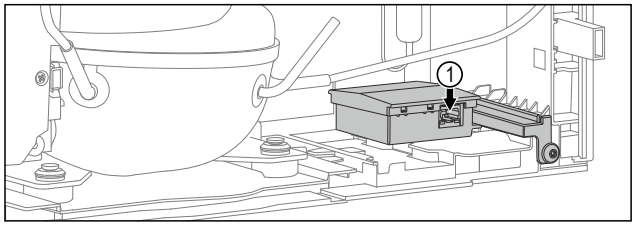

Fig. 46
- ❑ Este conectat un cablu de rețea. *Fig. 46 (1)*
▶ Introduceți cablul de rețea. *Fig. 46 (1)*